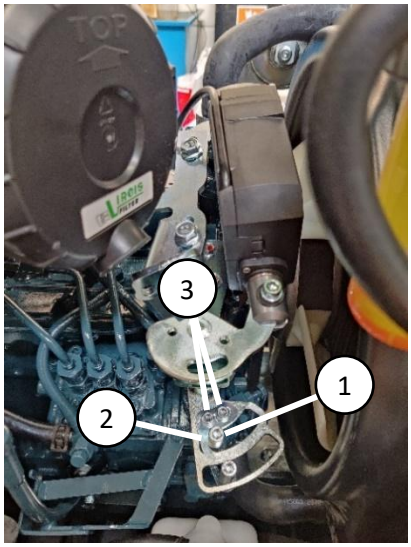

Figure 28. Position min. du moteur d'accélérateur
Après cela, réglez la position du moteur d'accélérateur diesel à 0 %. Vérifiez que le levier d'arrêt du moteur est en position finale (figure 28 (1)). Si un réglage s'avère nécessaire, desserrez les boulons (figure 28 (3)) et déplacez la plaque de réglage (figure 28 (2)) afin que le levier d'arrêt du moteur soit sur la position finale. Serrez les boulons.